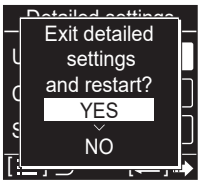

Fig. 7-3-9
(6) If the ☰ button is pressed under the display Step (3) the following display (Detailed setting-end screen) (Fig. 7-3-9) appears.